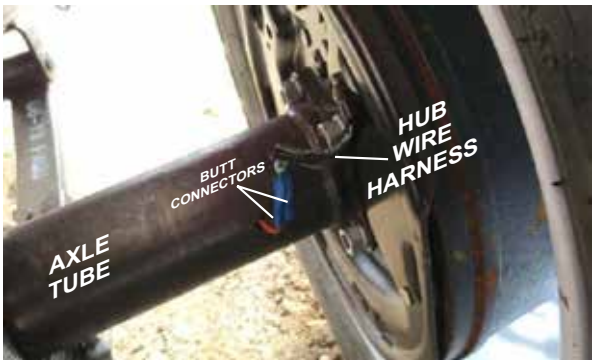

Figure 15. Curb-Side Wiring
There are two wires extending from the axle tube as shown in Figure 15, connect these wires as follows:
> Wire colors may be different than those shown in Figure 15.
1. Using butt connectors (P/N 2540), attach the two wires coming from the axle tube to the two wires coming from the hub wire harness (Figure 15).